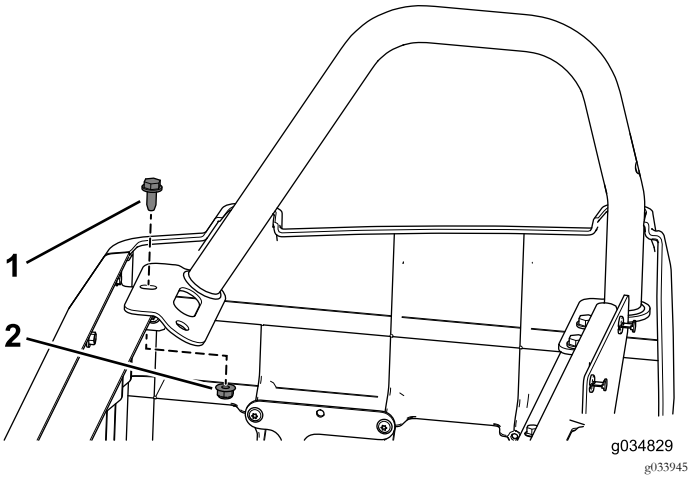

Figura 50
1. Utilize o parafuso flangeado (3/16" x ¾") e a porca flangeada que retirou anteriormente para prender o suporte para as ancas traseiro à base do banco traseiro (Figura 50).